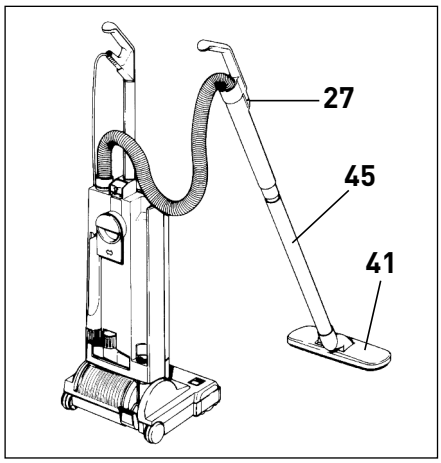

Figure 6
Afin de nettoyer les murs, sous les lits, ou les endroits en hauteur, l'aspirateur SEBO ESSENTIAL G peut être équipé d'un tube droit additionnel (45) et d'une brosse pour les murs et les sols (41). L'aspirateur deviendra ainsi un aspirateur traineau **(comme le montre la figure 6)**.